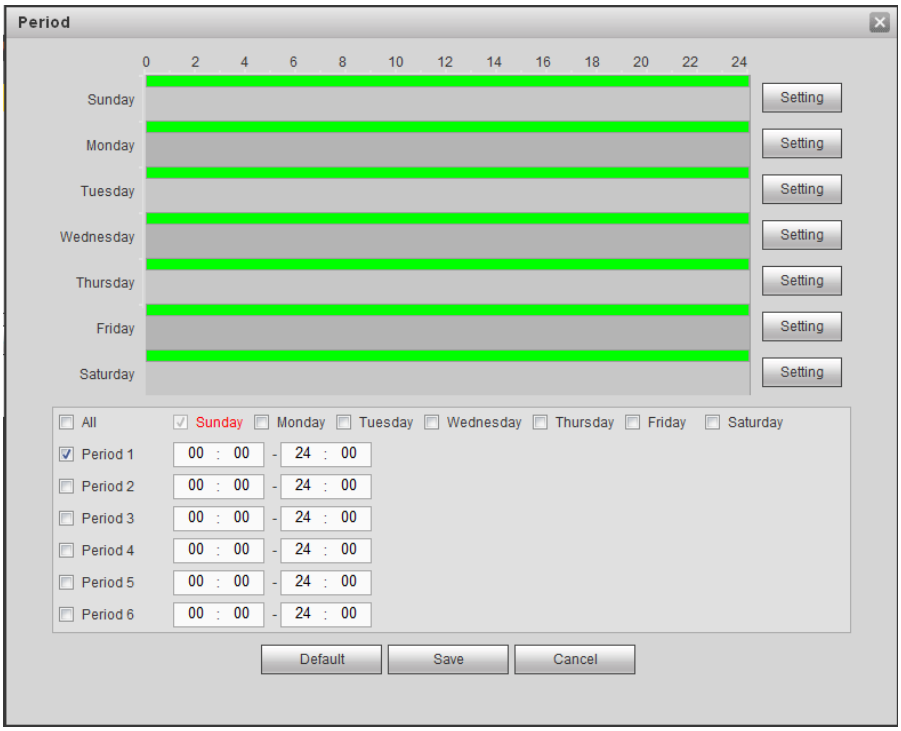

Figure 5-133
Step 1 Click Add group button. Enter add group interface. See Figure 5-133.